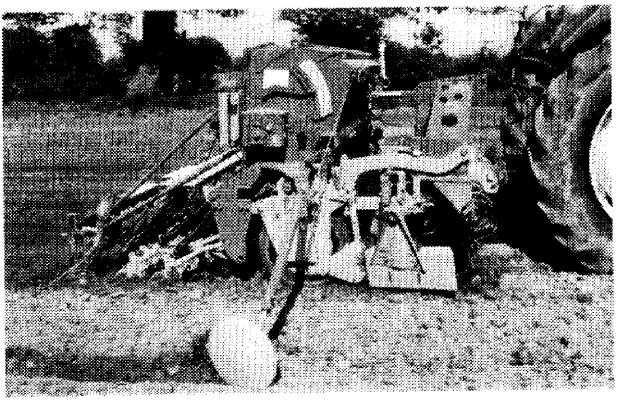

Fig. 1
- **AMAZONE-Voregge** mit **Aufbau-Drillmaschine mit K-Scharen** (Schleppscharen) (Fig. 1) auf leichten Böden nach dem Pflug.